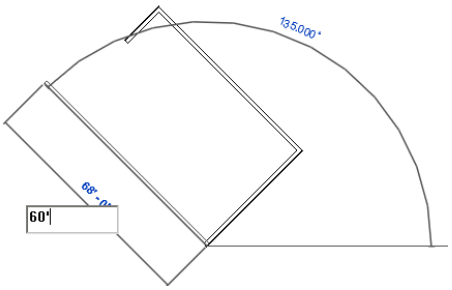

Figure 3-46 *Sketching the fourth inclined wall segment*
7. To create the next wall, move the cursor upward toward the left and invoke the perpendicular snap override as in step 5. Enter **60' (18288 mm)** as the length of the wall segment and press ENTER to create the fourth inclined wall segment, as shown in Figure 3-46.